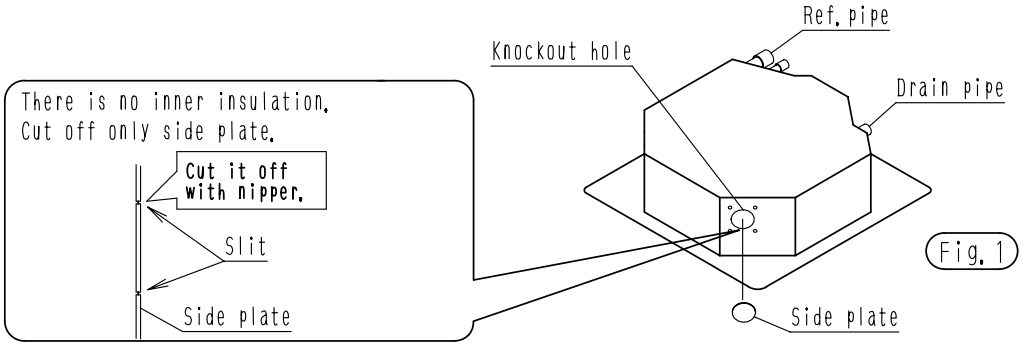
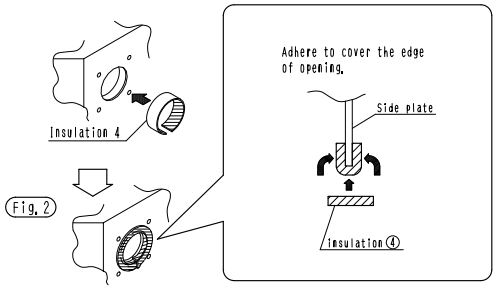

Fig. 1
Fig. 2
1. Cut off the knockout hole on the side plate. (Fig. 1)
2. Adhere the insulation④ for opening of unit to the opening. (Fig. 2)
①Remove the switch box cover and the terminal cover. (Fig. 1)
②Open the switch box until it almost touches the bell mouth. (Fig. 2)
[Fig. 1]
[Fig. 2]
Adapter for wiring	The PCB to be mounted on the adapter box cover. (Fig. 1)
Wiring adapter for electrical appendices(1)(2)	The PCB to be mounted on the adapter box. (Fig. 2)
③ Bind the wiring from the adapter PCB (signal wires, power supply wires) with the attached clamp. (Fig. 1) (Fig. 2)